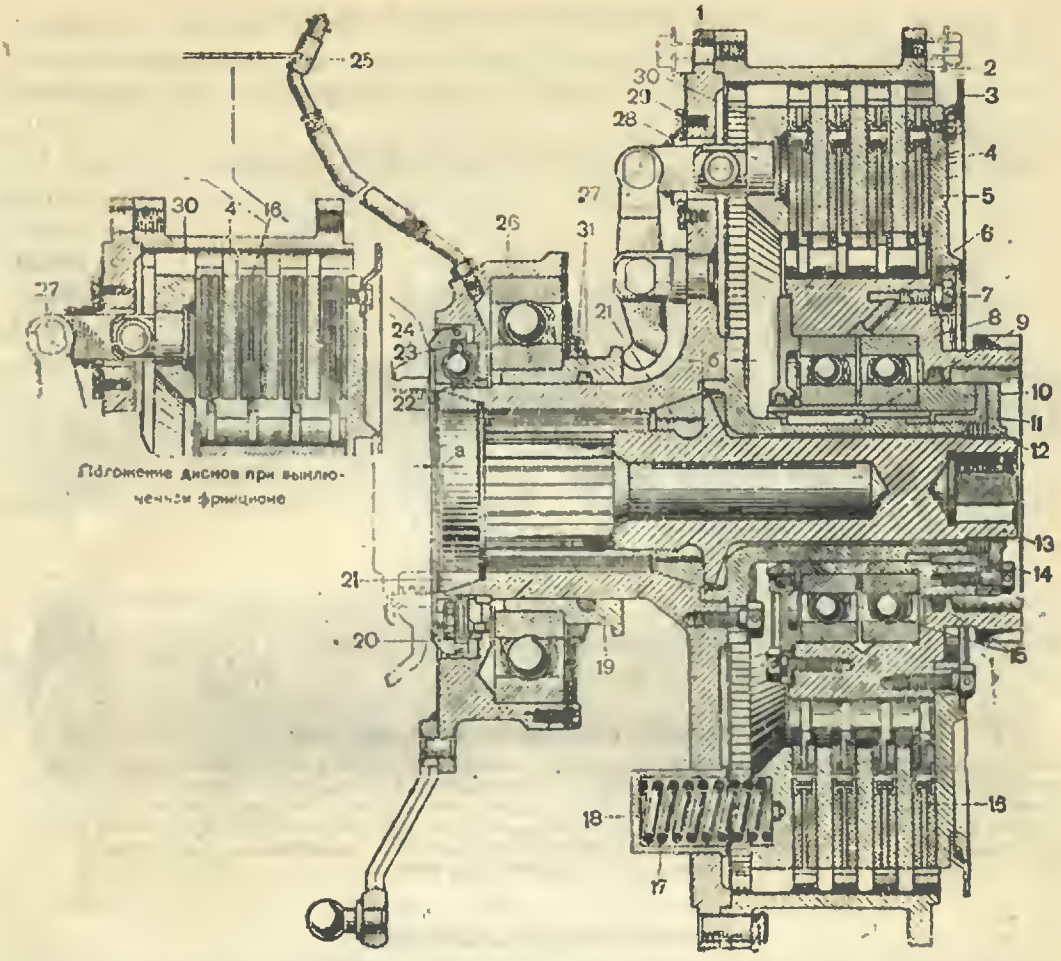

Рис. 143. Главный фрикцион (разрез):
Несущий диск *1* (рис. 143), ведущий барабан *2*, три стальных ведущих диска *4*, нажимной диск *30*, фланец *14*.
К ведомым частям фрикциона относятся: ведомый барабан *6* (рис. 143), опорный диск *5* и четыре ведомых диска *16* с наклепкой ферродо.
К механизму выключения главного фрикциона относятся: неподвижная чашка *20* (рис. 143), сепаратор *23* с тремя шариками, подвижная чашка *26*, выжимная втулка *19* и выжимные рычаги *27*.
В том случае, когда между шариками и впадинами канавок образуется зазор (осевой зазор равен 1—1,25 мм), то пружины *17* (рис. 143), упираясь в нажимной диск *30*, отжимают его в сторону коробки перемены передач. Под действием пружин нажимной диск сжимает и передаёт усилие ведущим и ведомым дискам. Между каждыми двумя ведомыми дисками помещается один ведущий.
Для надёжной работы главного фрикциона шарикоподшипники периодически смазываются (см. таблицу смазки). Для смазки механизма выключения используется масленка *25* (рис. 143), установленная на всасывающем коллекторе двигателя и соединённая гибким шлангом с подвижной чашкой.
1. Надеть на вал двигателя набор регулировочных прокладок *22* (рис. 143) толщиной 5 мм и насадить на конусы фрикцион в сборе; конусы затянуть натяжным валиком *13*.
3. Расшплинтовать и отвернуть четыре болта и снять стопорную шайбу *12* (рис. 143).
4. Ввёртывая регулировочную гайку *11* (рис. 143), проверять через люк в днище танка свободный ход пальца подвижной чашки выключения. Величина хода по хорде должна быть равна 26—32 мм.
6. Установив и закрепив стопорную шайбу *12* (рис. 143), законтрить болты проволокой.